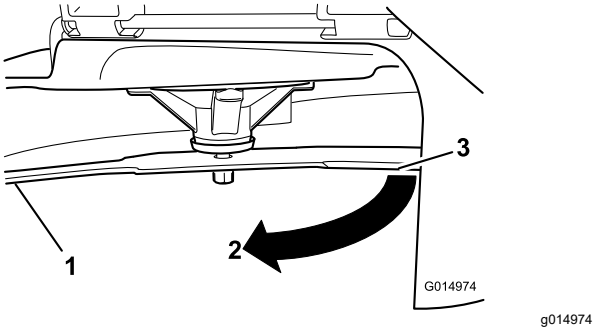

Figura 68
3. Distância medida entre a lâmina e a superfície (A)
4. Rode a mesma lâmina 180 graus para que a extremidade de corte oposta fique na mesma posição (Figura 68).